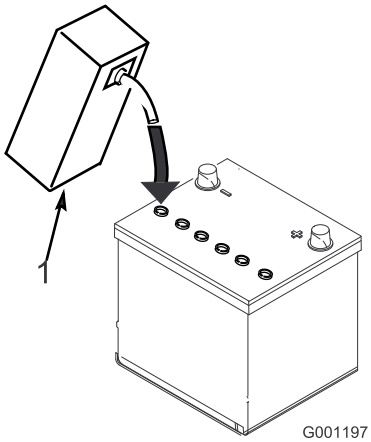

Figur 10
3. Fyll hver celle forsiktig med elektrolytt til platene er dekket med ca. 6 mm væske (Figur 10).
4. La elektrolytten trekke inn i platene i ca. 20–30 minutter. Etterfyll etter behov for å holde elektrolyttnivået på ca. 6 mm fra bunnen av påfyllingsbrønnen (Figur 10).